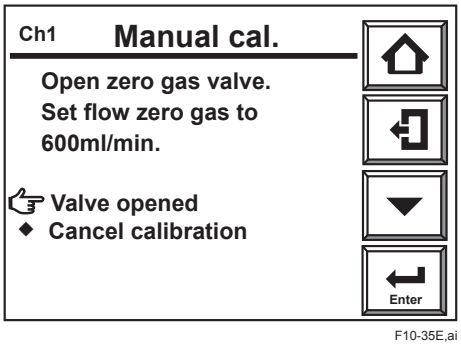

Figure 10.35 Manual Calibration Display
(1) When the display shown in Figure 10.35 appears during calibration, open the zero gas flow setting valve of the flow setting unit and adjust the flowrate to 600 ± 60 ml/min. To rotate the valve shaft, if the valve has a lock nut loosen the lock nut and slowly turn it counterclockwise. To check the flowrate, monitor the calibration gas flow meter.